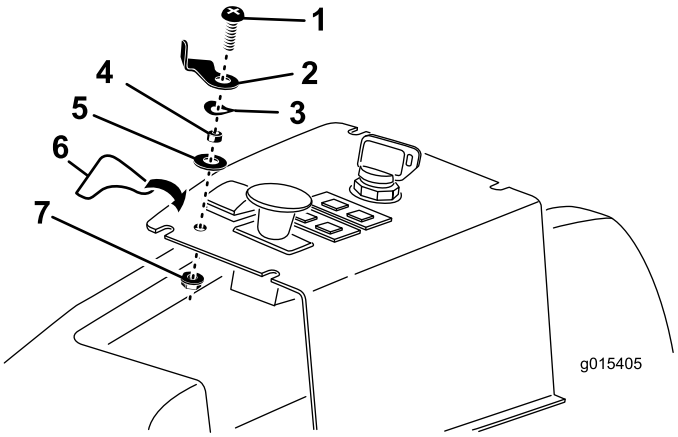

**Figur 13**
3. Trä på lyftlåsspaken, distansbrickan, vågbrickan och planbrickan på skruven med koniskt huvud (1/4 x 1 tum) i enlighet med Figur 13.
4. För in den ihopsatta skruven med lyftlåsspaken i kontrollpanelens hål och fäst den med en låsmutter. Placera lyftlåsspaken i enlighet med Figur 13.